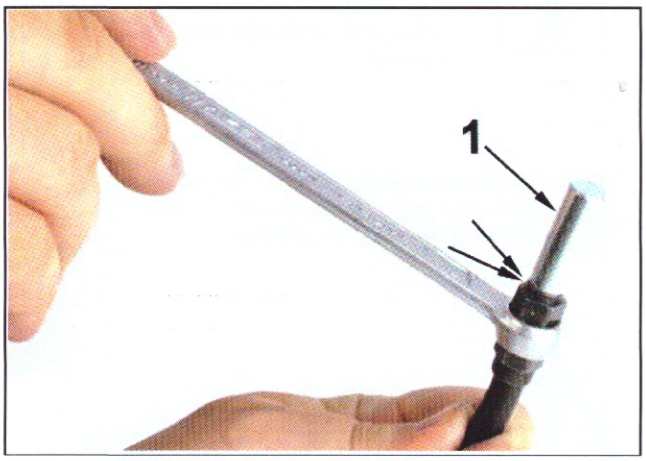

Abb. 4-4 Schraubhülse einrichten M-HTL-035d09
- Durch Verwendung des Lincoln Montagestutzens 1 (Abb. 4-4) und einem 12 mm Ringschlüssel ist die Schraubhülse entgegen dem Uhrzeigersinn soweit auf den Hochdruckschlauch zu drehen, bis der in die Schraubhülse eingesetzte Montagestutzen gerade beginnt, sich abzuheben.